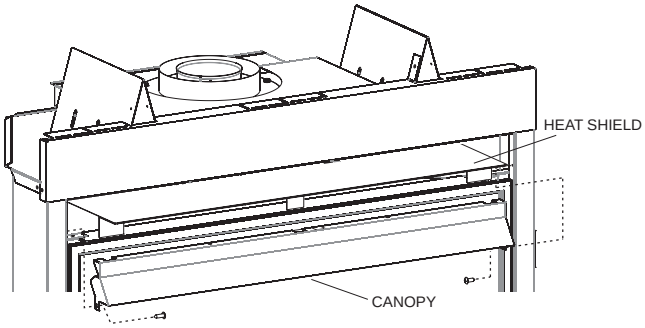

**Figure 21**
2. Place the canopy above the firebox as shown in **Figure 21.**
3. Secure the canopy with two #8-18 x 1/2 inch pan head screws provided in the hardware pack. **See Figure 21.**